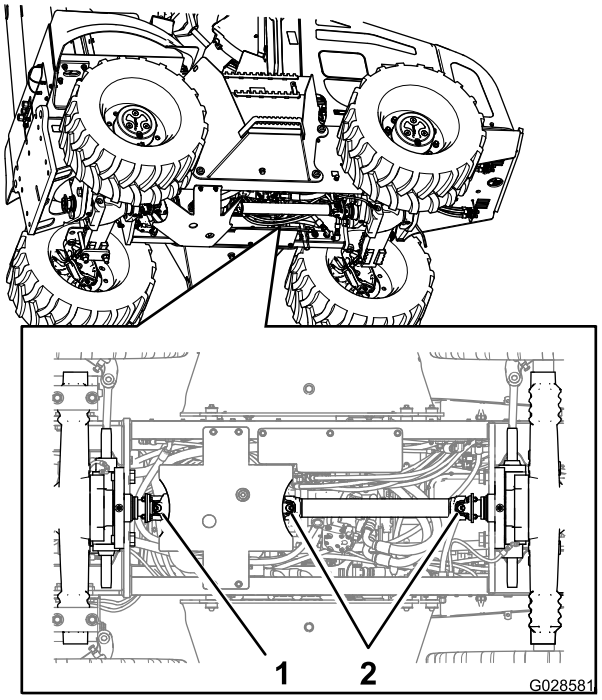

Figura 57
2. Conecte la pistola de engrasar al engrasador del acoplamiento deslizante del extremo delantero del árbol de transmisión, y bombee 2 o 3 aplicaciones de grasa en el engrasador (Figura 57).
3. Conecte la pistola de engrasar al engrasador de la junta cardán del extremo delantero del árbol de transmisión, y bombee 2 o 3 aplicaciones de grasa en el engrasador (Figura 57).
4. Conecte la pistola de engrasar al engrasador de la junta cardán del extremo trasero del árbol de transmisión, y bombee 2 o 3 aplicaciones de grasa en el engrasador (Figura 57).